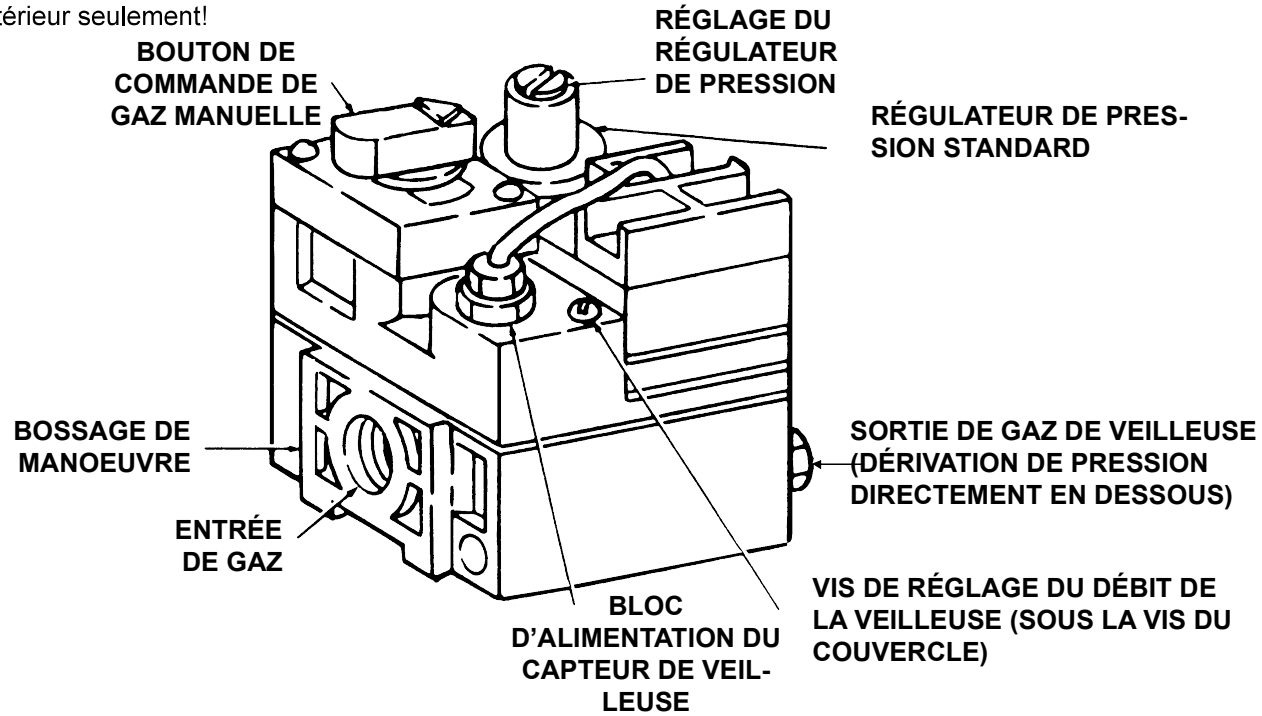

Figure 9. Composants de la soupape de gaz
C. Si le bouton de commande manuelle sur la soupape de gaz n'est pas à la position OFF, enfoncez-le légèrement et tournez-le à la position OFF. Voir la figure 9.